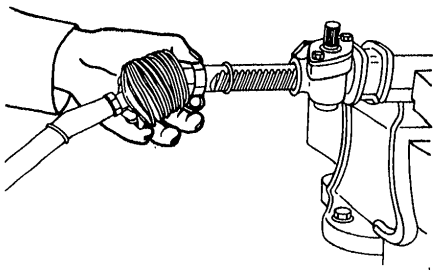

Fig. ST-39 Fitting side rod assembly to rack
24. Fit side rod assembly to rack end together with inner spring and spring seat. See Figure ST-39.